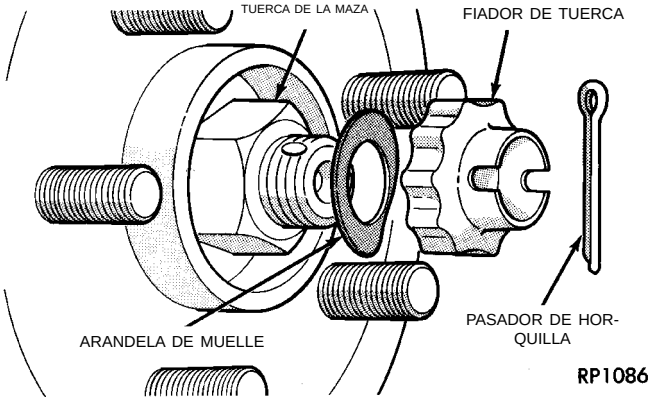

Fig. 14 Pasador de horquilla, fiador de tuerca y arandela de muelle
(1) Retire el pasador de horquilla, el fiador de tuerca y la arandela de muelle (Fig. 14).